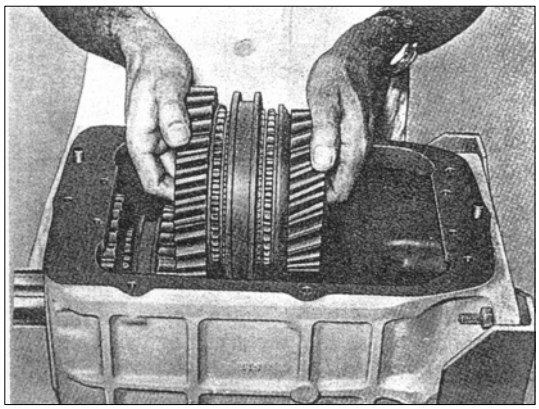
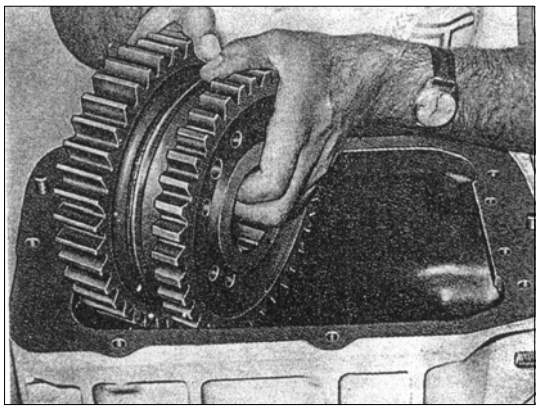

РИС. 202
РИС. 203
16) Удерживайте втулку с буртиком синхронизатора 2-й и 3-й передачи так, чтобы она не соскользнула, протолкните вторичный вал дальше к задней части, пока не освободится синхронизатор шестерней 2-й и3-й передач, чтобы его можно было снять (см. рис. 202). Снимите синхронизатор шестерней вместе с шестернями 1-й передачи и заднего хода (см. рис. 203).